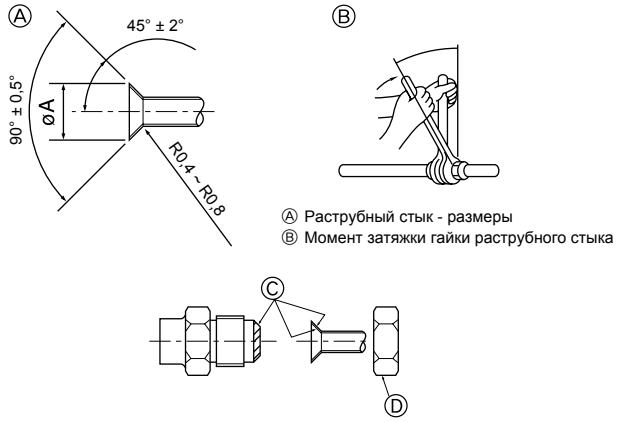

Fig. 4-1
Ⓐ (Fig. 4-1)
Ⓑ (Fig. 4-1)
- Нанесите тонкий слой масла хладагента на контактную поверхность труб и соединений перед тем, как затягивать гайку с фланцем. Ⓐ (Fig. 4-1)
- Для затягивания трубных соединений используйте два гаечных ключа. Ⓑ (Fig. 4-1)
- Нанесите машинное масло охлаждения на всю поверхность области присоединения муфты. Ⓒ (Fig. 4-1)
- Используйте гайки раструбного стыка для следующего размера трубы. Ⓓ (Fig. 4-1)